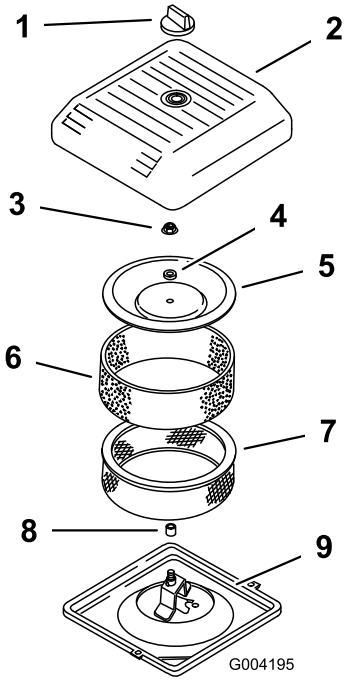

**Figur 44**
3. Skru løs knotten og ta luftrenserdekselet (Figur 44).
4. Skyv skumforfilteret forsiktig av papirelementet (Figur 44).
5. Skru opp dekselmutterne og fjern dekselet, avstandsstykket og papirelementet (Figur 44).
2. Plassert luftrenseren på luftrenserbasen (Figur 44).
3. Installer dekselet, avstandsstykket og fest det med dekselmutteren (Figur 44). Trekk til mutteren med et moment på 11 Nm.
4. Sett luftrenserdekslet på igjen, og fest med knotten (Figur 44).